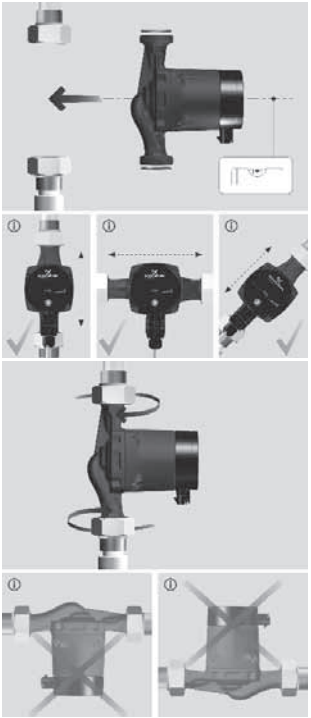

Рис. 4 Монтаж насоса ALPHA2 L
- Установите насос так, чтобы вал электродвигателя располагался горизонтально (см. рис. 4).